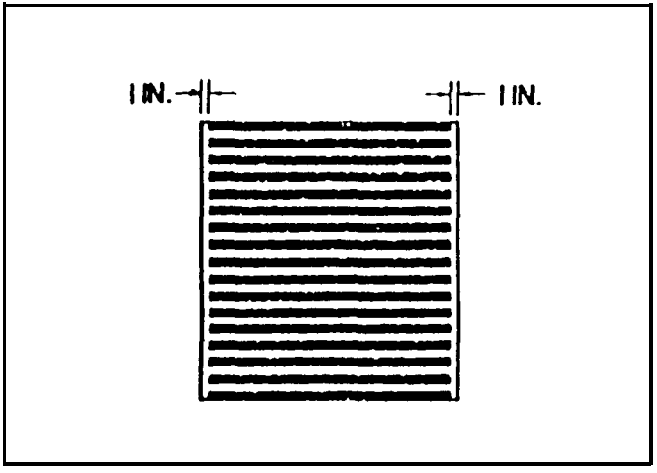

**FIGURE 2-64. Welding Limits on Crusher Roll Shells**
7. Weld beads must not be deposited over the roll edge. Base metal cracking generally begins here. The beads should be started and stopped about 1 in. short of the roll edge (Figure 2-64), or at least far enough from the edge to allow sufficient clearance for cheek plates.